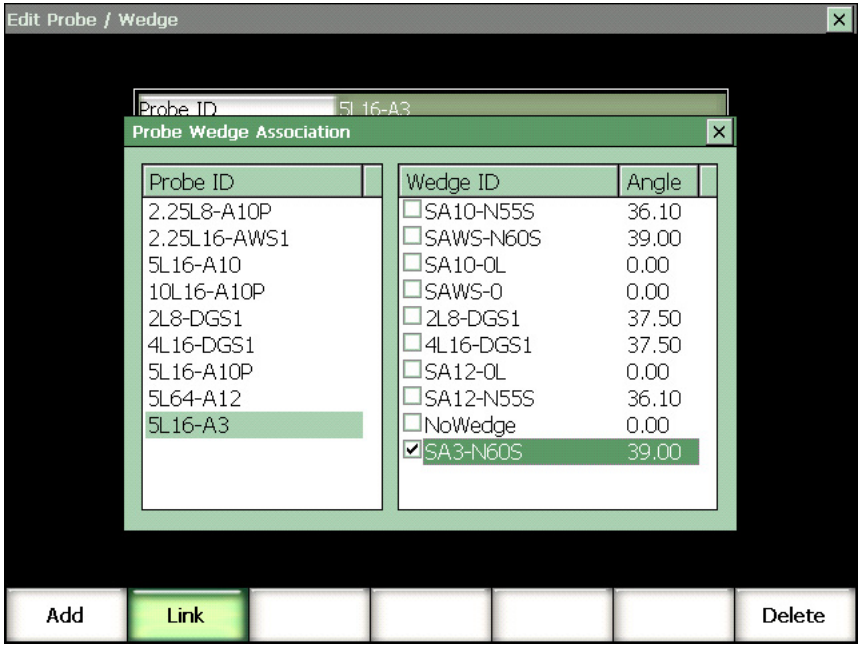

Figure 12-7 The Probe Wedge Association dialog box
2. Press **Link** to open the **Probe Wedge Association** dialog box (see Figure 12-7 on page 314).